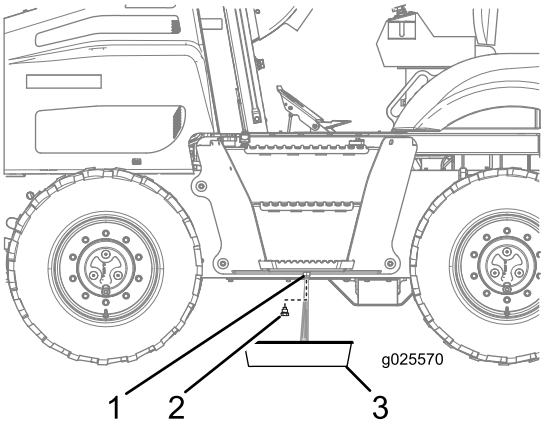

Figure 70
3. Unscrew the drain plug from the fuel tank and drain the water (Figure 70).
4. When clean fuel appears, install the drain plug and tighten it securely (Figure 70).